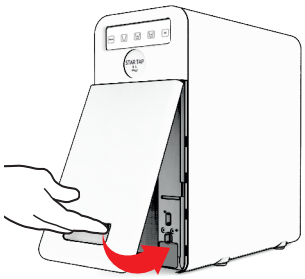

Fig. 2-13
41.9 - Rimontare il sportello frontale, vedi Fig. 2-13. La macchina è pronta per l'uso.